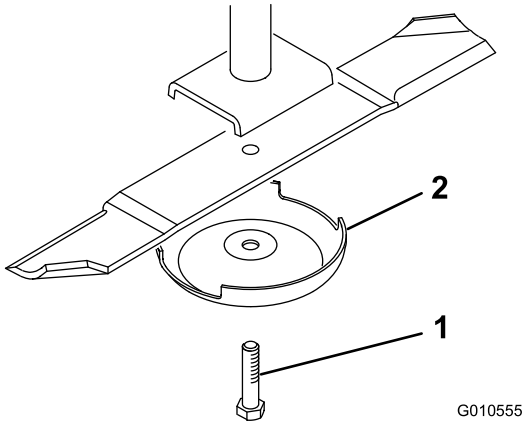

Figura 21
2. Afferrate l'estremità della lama con un cencio o un guanto bene imbottito. Togliete il bullone, la coppa antistrappo e la lama dall'asse del fusello (Figura 21).